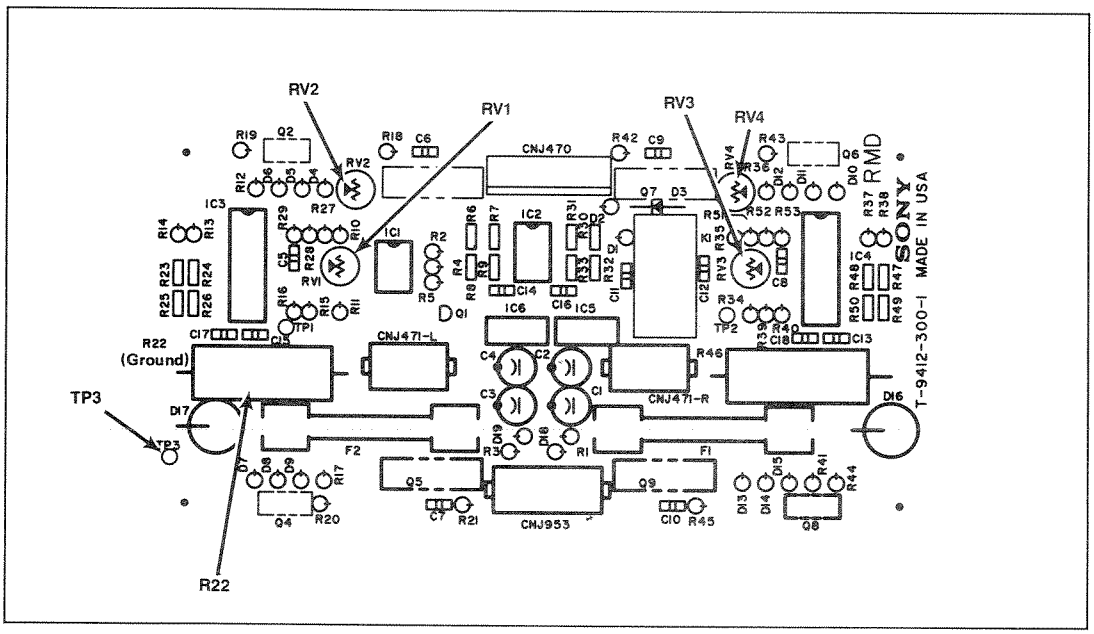
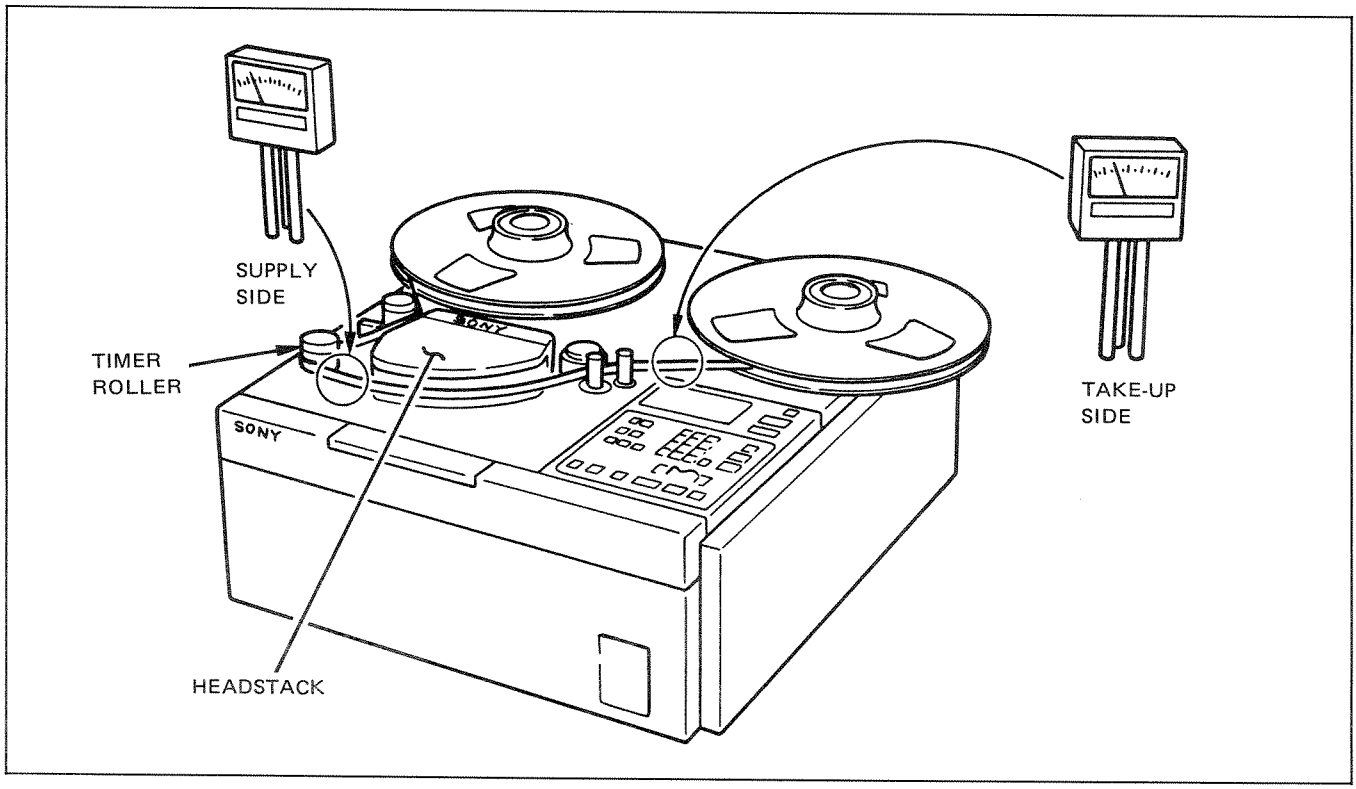

Figure 6-18. RMD Adjustments
Figure 6-19. Tape Tension Measurement
STEP 2 With the machine in EDIT mode and power on, connect a DVM across R22. Ensure that the negative probe is attached to the grounded end of R22, which is closest to the RMD PC board's edge. Refer to Figure 6-18 for the location of R22 and the ground connection.
STEP 4 Move the DVM probes across R46. Ensure that the negative probe is attached to the grounded end of R46, which is closest to the RMD PC board's edge. Refer to Figure 6-18 for the location of R46 and the ground connection.
STEP 4 Place the tentelometer between the Timer roller and Headstack (See Figure 6-19.) Adjust RV1 (see Figure 6-18.) on the RMD assembly (rear panel) for 70 grams ± 5 grams.
STEP 5 Place the tentelometer between the capstan motor and the take-up motor. (See Figure 6-19.) Adjust RV3 on the RMD assembly for 120 grams ±5 grams.